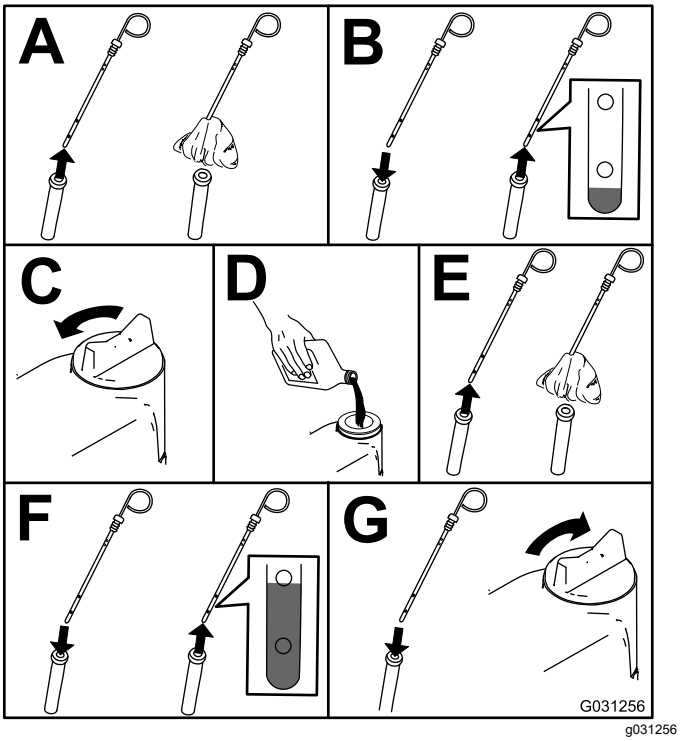

**Figuur 52**
2. Controleer het oliepeil in de motor; zie Figuur 52.